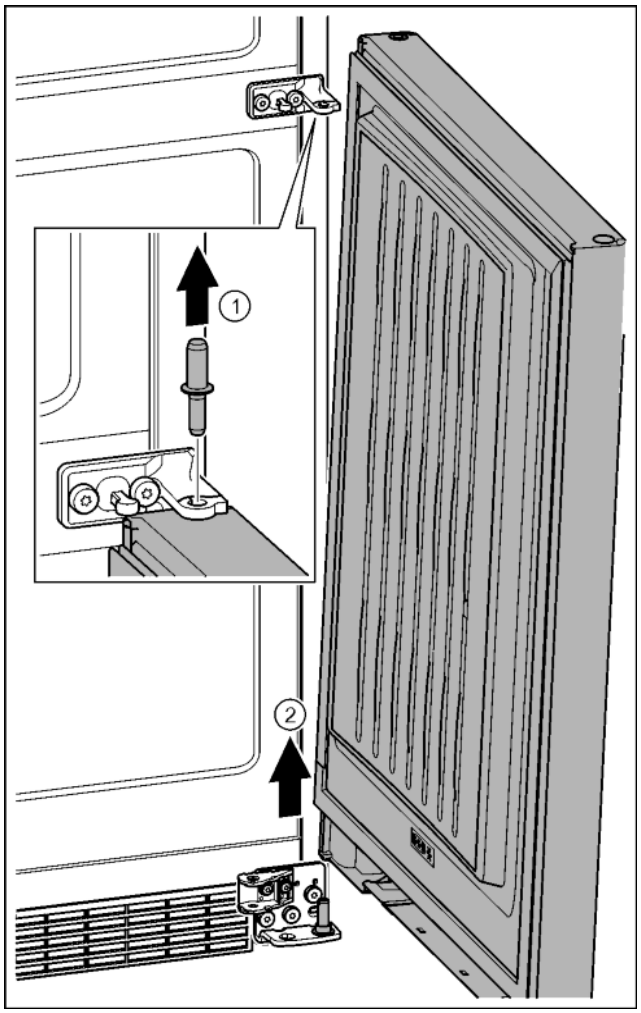

Fig. 25
- ▶ Pull out the bolts towards the top. *Fig. 25 (1)*
- ▶ Swing the door out, pull it upwards and set it aside. *Fig. 25 (2)*